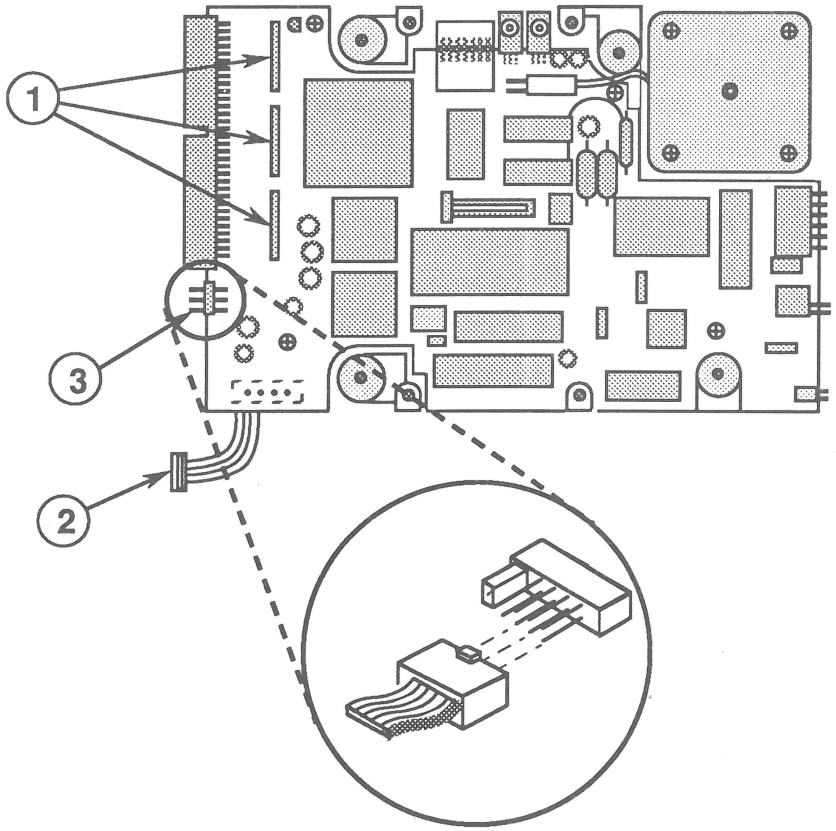
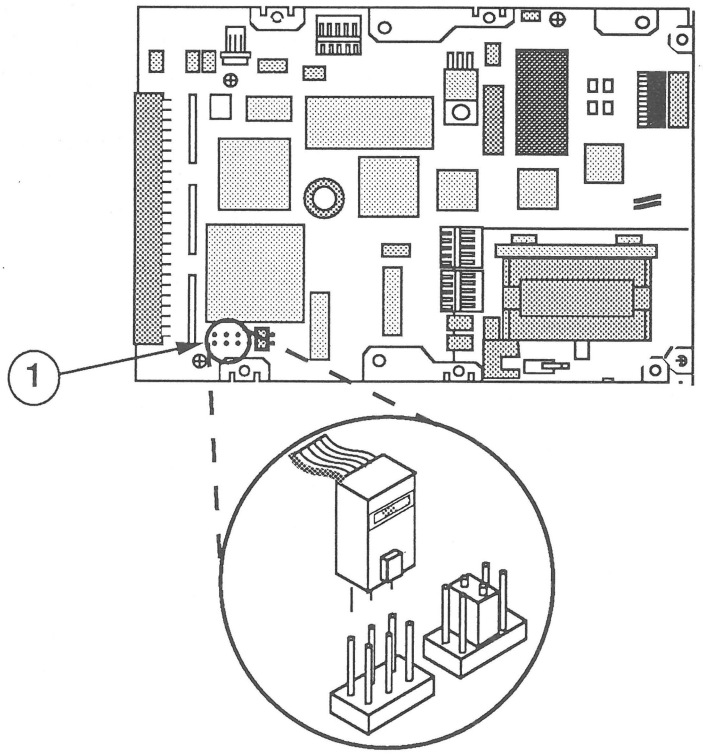

FIGURE 7
FIGURE 8
2. Disconnect the three resistor packs (Figure 7, #1) from the controller board. To do this, use needlenose pliers and pull the resistor packs straight up.
3. Disconnect the power cable (Figure 7, #2). (On some drive assemblies, the power cable is located on the opposite side of the hard disk.)
4. Identify the graphic (Figure 7 or 8) that shows the SCSI connector configuration (Figure 7, #3 or Figure 8, #1) of your hard disk assembly.
IMPORTANT: *You must connect the customer's SCSI select cable to six unkeyed connector pins on the controller board. The SCSI connectors differ in design and location between drive models.* ***For models represented by Figure 7, be sure to install the SCSI cable with its tab ("key") pointing up. For models represented by Figure 8, be sure to install the SCSI cable with its tab pointing toward the outside edge of the controller board.***
- **Figure 7:** Attach the SCSI cable connector (tab up) to the three pairs of pins nearest the outside edge of the board. On some models, one or more of the three outside pairs of pins may have small jumpers installed; if so, remove the jumper(s).
- **Figure 8:** Attach the cable connector (tab out) to the three **outermost** pairs of pins on the 12-pin connector (the three pairs of pins nearest the large, 50-pin SCSI connector).